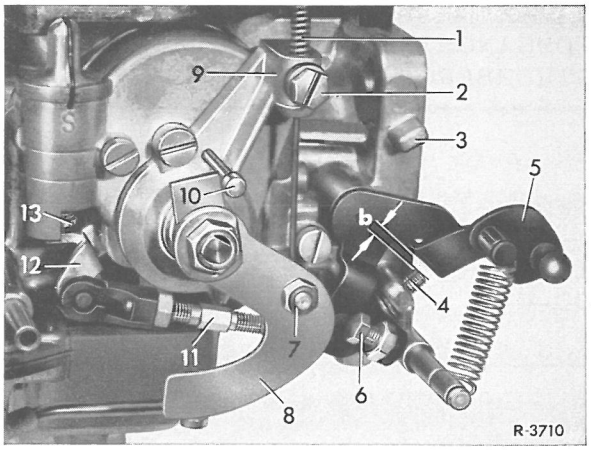

Fig. 00-2o/4
På standset motor skrues vakuumdåsens (2) sekskantbolt (6) så langt ud (fig. 00-2o/3), at der mellem tomgangsreguleringsskruen (4) og spjældarmen (5) fremkommer afstanden "b" (fig. 00-2o/4).